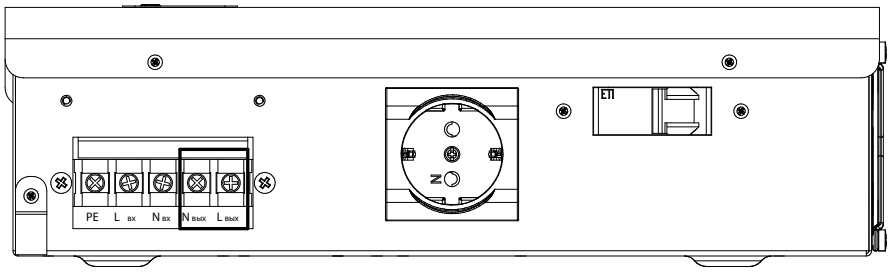

Рисунок 18.
9. Убедившись в отсутствии напряжения на выходе автоматических однофазных инверторных стабилизаторов напряжения, подключить нагрузку. Подключение нагрузки осуществляется у моделей ASIVS 350W, ASIVS 500W, ASIVS 800W, ASIVS 1000W, ASIVS 1500W и ASIVS 2000W к розетке, у моделей ASIVS 2500W, ASIVS 3000W и ASIVS 3500W к розеткам и к выводам «Выход N-L» (рисунок 18). Рекомендованное сечение кабеля для подключения нагрузки к выводам «Выход N-L» – 2,5 мм^2.